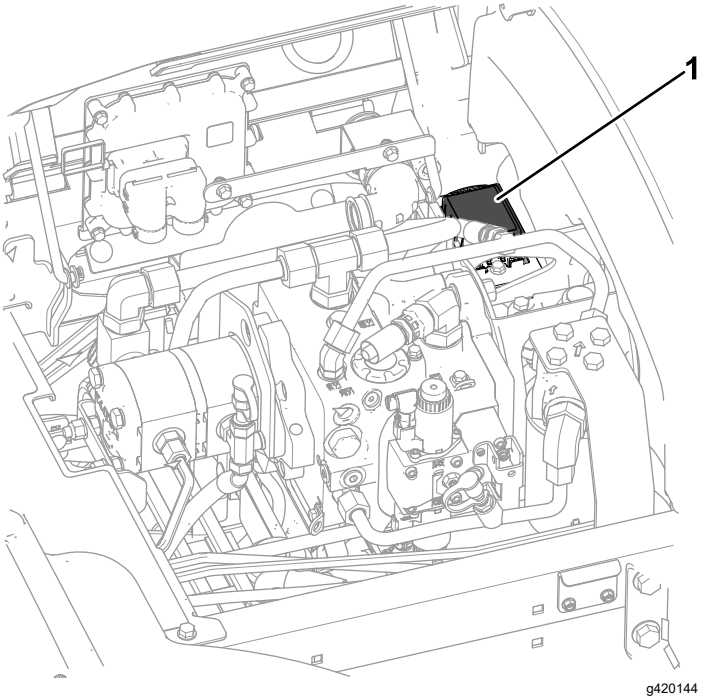

**Figuur 103**
3. Vervang de gesprongen zekering (Figuur 103) door een zekering van dezelfde soort en met dezelfde stroomsterkte.